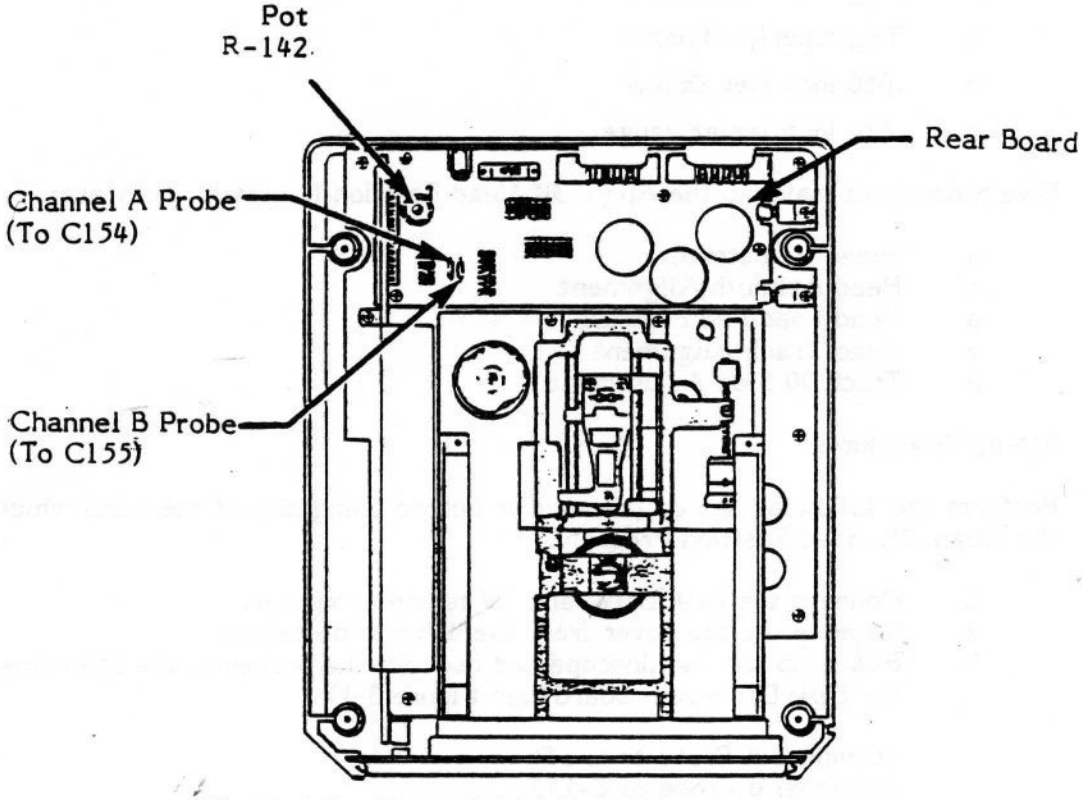

Figure 3-1. Channel A&B Probe Connections
3. Power up the oscilloscope and connect the probes to the following points on the Disk Drive rear board (See Figure 3-1).
Connect the frequency counter probe to either C-154 or C-155 on the rear board. (Refer to Figure 3-1).